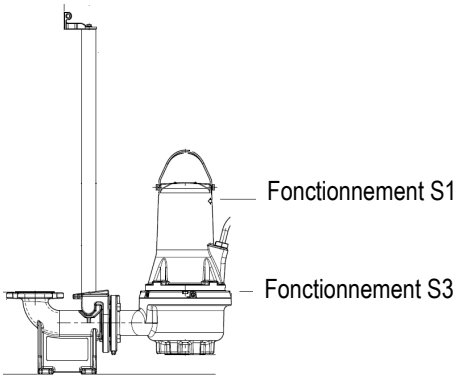

Fig. 2 Niveaux d'arrêt
- **Fonctionnement S1** (en continu). La pompe doit toujours être recouverte par le liquide pompé, jusqu'au dessus du moteur. Voir fig. 2.
- **Fonctionnement S3** (fonctionnement intermittent), le produit pompé doit recouvrir la pompe jusqu'à la partie supérieure du corps de la pompe. Voir Fig. 2 (uniquement pour versions non antidéflagrantes).